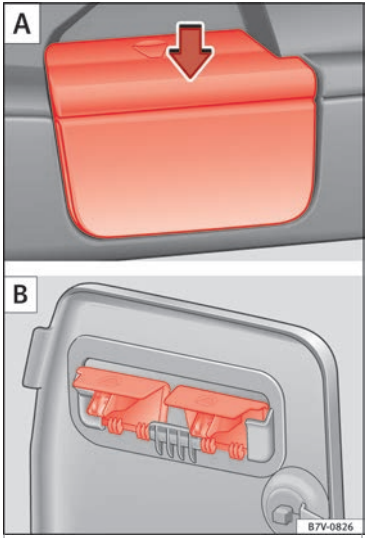

Fig. 166 Remove the shelf supports A then put them away safely B.
- Remove the shelf from the support in the side lining ››› **Fig. 166 A**. To do this, press the shelf upwards (arrow) and remove it.
- Open the compartment in the left-hand side boot lining ››› **page 166** and hook the shelf to the rear of the compartment lid ››› **Fig. 166 B**.